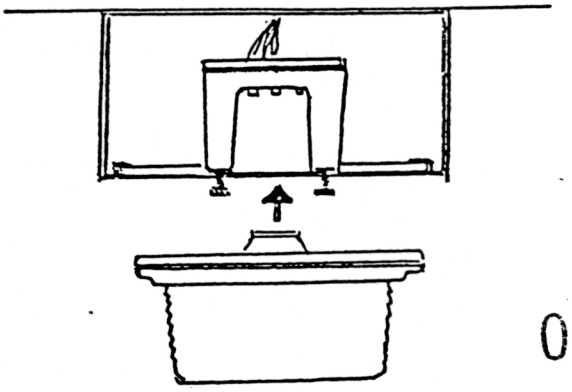

FIG. 3
5. Position and orient Optical Assembly (UCO) with a *non*-hinge/latch side facing the direction where there *may* be a glare problem (reflectors can be adjusted downwards). Place the lead-in cone (Fig. 3) into the ballast housing's socket cone and rotate assembly until the two bolt-heads slide through the keyholes. Rotate unit clockwise until it locks into place. Ensure the unit is *secured.*